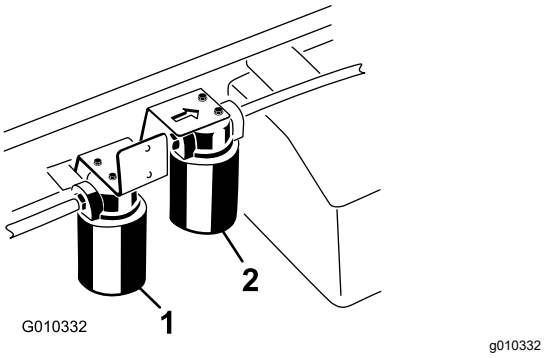

Figur 72
5. Anbring en drænbakke under filteret, og afmonter filteret (Figur 72).
4. Rengør det område, hvor højstrømningsfilteret monteres (Figur 72).